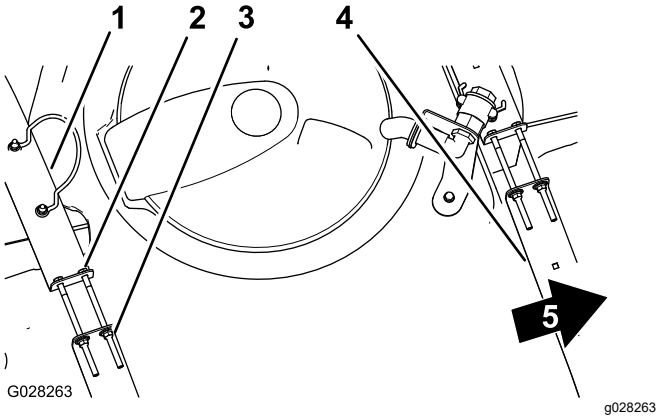

Figuur 28
2. Controleer of u de tankbanden op de tank kunt bewegen (Figuur 28).
3. Als de tankbanden te los om de tank heen zitten, draai dan de flensborgmoeren en de bouten bovenaan de banden aan tot de banden gelijk komen met het oppervlak van de tank (Figuur 28).